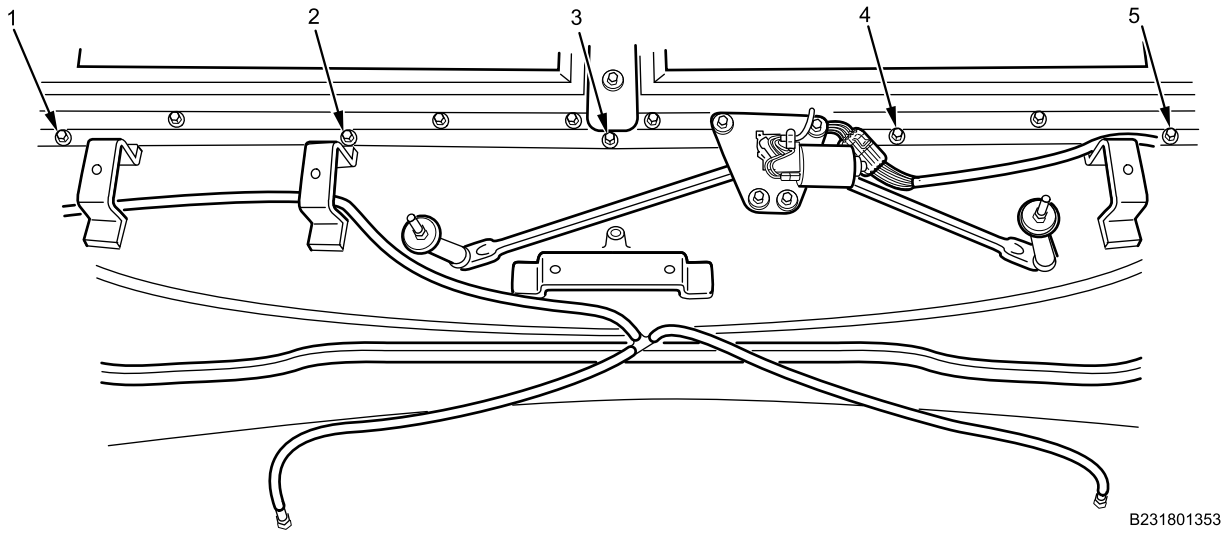
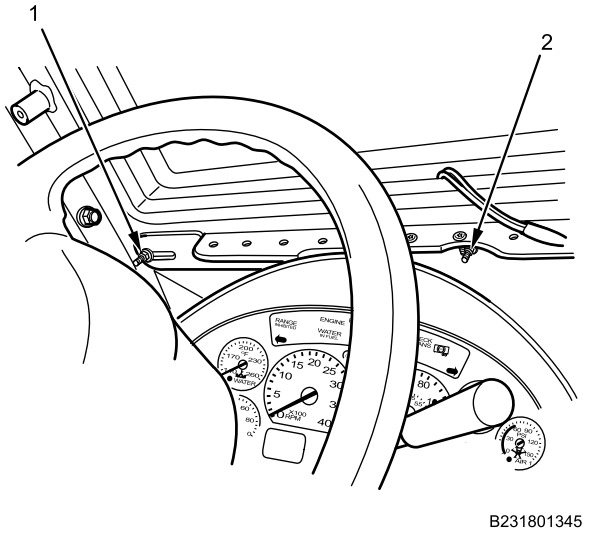
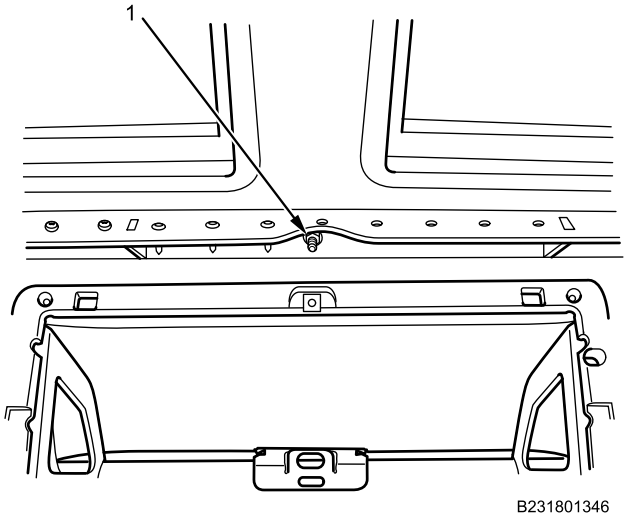
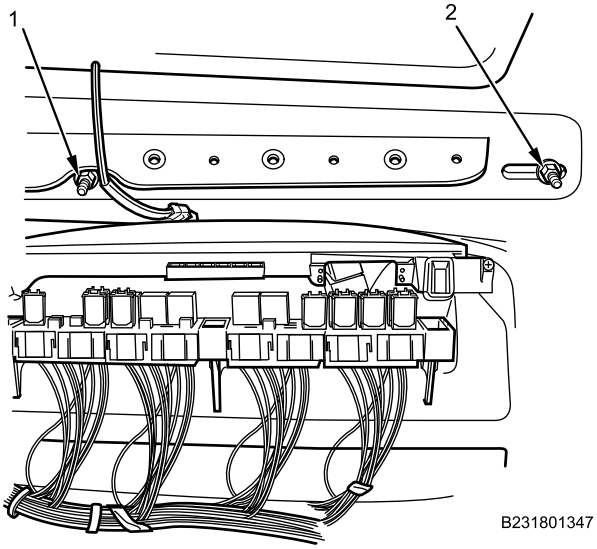

Figure 2. Cross-Vehicle Equipment Bracket Bolt Exterior Locations.
Figure 3. Cross-Vehicle Equipment Bracket Nut Left Side Interior Locations.
Figure 4. Cross-Vehicle Equipment Bracket Nut Center Interior Location.
Figure 5. Cross-Vehicle Equipment Bracket Nut Right Side Interior Locations.
3. Identify exterior bolt locations (Figure 2, Item 1 through 5) for assistant in order to remove cross-vehicle equipment bracket.
4. Remove nut (Figure 3, Item 1) from cross-vehicle equipment bracket bolt (Figure 2, Item 5).
5. Remove nut (Figure 3, Item 2) from cross-vehicle equipment bracket bolt (Figure 2, Item 4).
6. Remove nut (Figure 4, Item 1) from cross-vehicle equipment bracket bolt (Figure 2, Item 3).
7. Remove nut (Figure 5, Item 1) from cross-vehicle equipment bracket bolt (Figure 2, Item 2).
8. Remove nut (Figure 5, Item 2) from cross-vehicle equipment bracket bolt (Figure 2, Item 1).
10. Remove cross-vehicle equipment bracket bolts (Figure 2, Item 1 through 5).